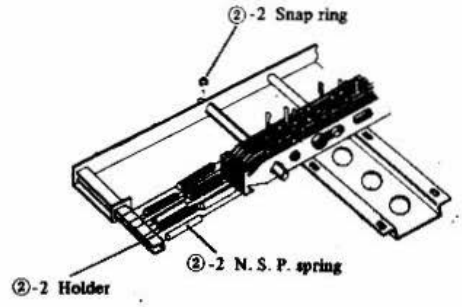

Fig. 26
2.3 Hook eight needle selector plate springs on spring hooks as illustrated above Fig. 26.